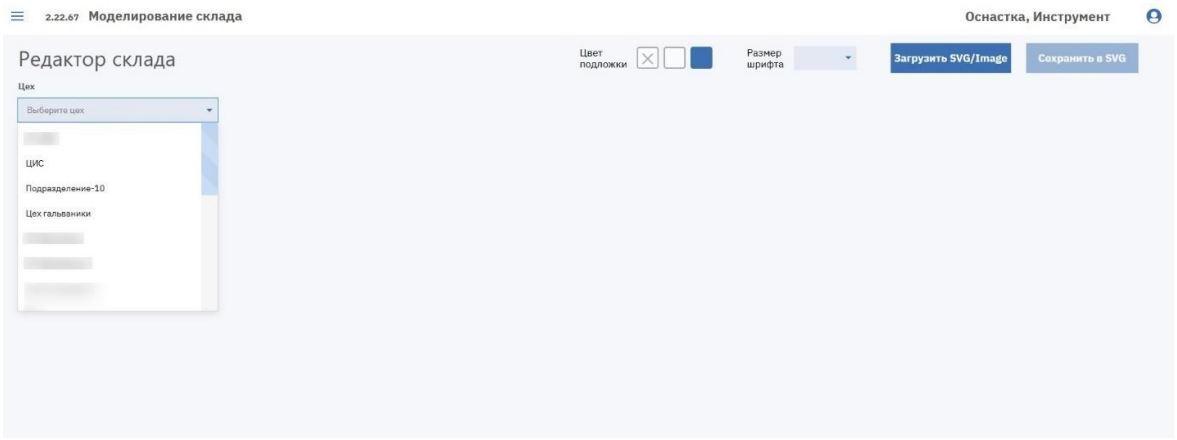

Рисунок 42. Выбор цеха
1. В поле «Цех» выберите подразделение, к которому относится склад (см. Рисунок 42).